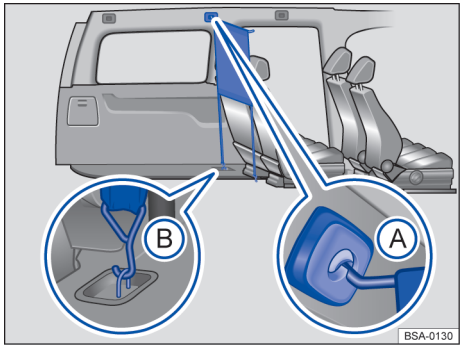

Fig. 151 Derrière la deuxième rangée de sièges : filet de séparation monté
1. Accrochez le filet de séparation dans le logement *avant gauche (version 5 places)* ou *central gauche (version 7 places)* dans le pavillon → fig. 151 Ⓐ. Faites passer la barre transversale au-dessus de la position supérieure pour l'amener en position inférieure.
3. Accrochez le filet de séparation dans les œillets d'arrimage inférieurs → fig. 151 Ⓑ.